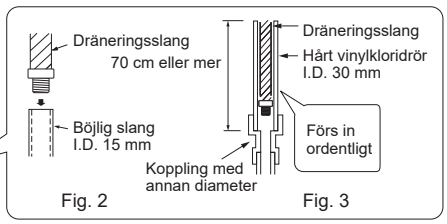

Fig. 2 Fig. 3
- Om den dräneringsslang som följer med inomhusenheten är för kort, kan den förlängas lokalt med en slang (J). (Fig. 2)
- Täta anslutningen mellan produktens dräneringsslang och dräneringsslangens förlängning (16 mm innerdiameter) (J) med tejp eller något annat material.